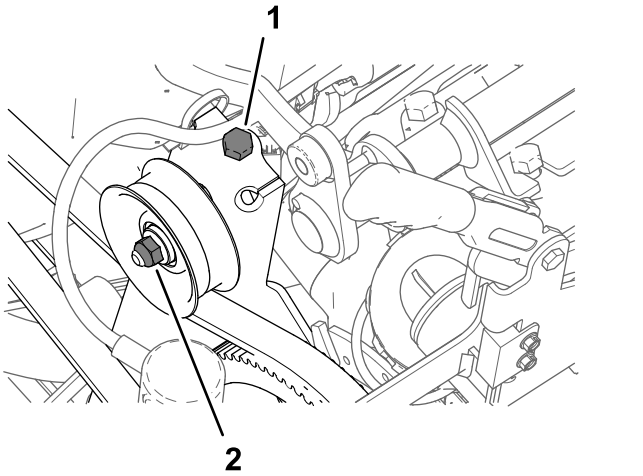

Figur 180
1. Løsn møtrikken til styreremskivens aksel (Figur 180).
2. Drej remspændingsbolten for at tage al spændingen af sprøjtepumpens rem (Figur 180).